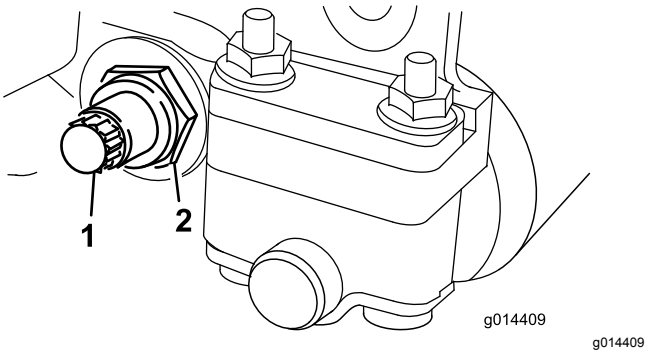

Figur 21
3. Lossa kontramuttern som håller fast låsmuttern till underknivsstången på vardera sidan av maskinen (Figur 21).
4. Ta bort skruven till underknivsstången så att denna kan dras nedåt och avlägsnas från klippenheten (Figur 21).